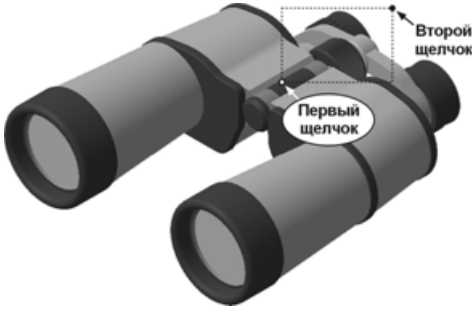

Рис. 1.25
- Посмотрите на панель сообщений системы. В ней отображается запрос **Укажите начальную точку рамки**. Построение рамки увеличения можно начинать с любого угла. Щелкните в один из углов воображаемой рамки (рис. 1.25).